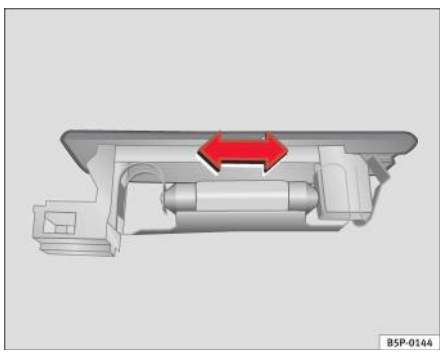

Fig. 175 Lampa din portbagaj
– Apăsați lampa în lateral şi scoateți-o din carcasă⇒ fig. 175.